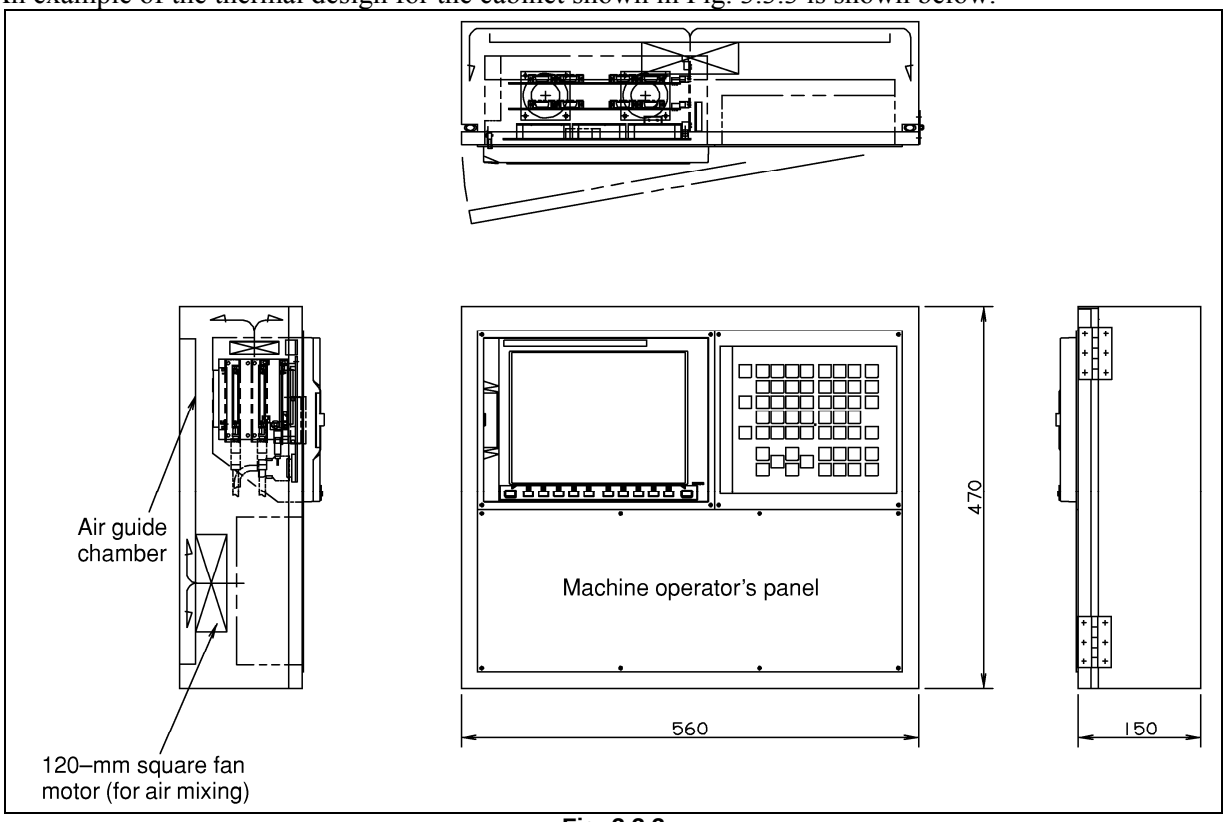

Fig. 3.3.3
An example of the thermal design for the cabinet shown in Fig. 3.3.3 is shown below.
Dimensions of pendant type cabinet shown in Fig. 3.3.3 : 560(W) × 470(H) × 150(D) mm